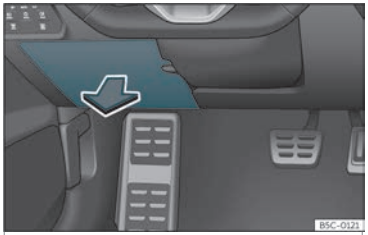

Abb. 47 Auf der Fahrerseite in der Instrumententafel: Abdeckung des Sicherungskasten.
- *Öffnen:* Abdeckung nach unten aufklappen››› **Abb. 47** .